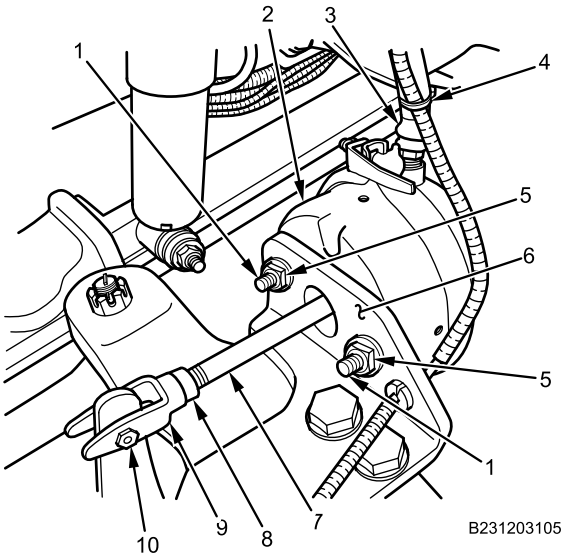

Figure 4. Air Chamber – Manual Slack Adjuster.
1. Measure distance from edge of jam nut (Figure 4, Item 8) to vertical surface of air chamber bracket (Figure 4, Item 6).
3. Remove and discard cable lock straps (Figure 4, Item 4) from air line hose (Figure 4, Item 3) and wire harness as necessary.
4. Remove air line hose (Figure 4, Item 3) from air chamber (Figure 4, Item 2).
5. Remove clevis pin (Figure 4, Item 10) and clip from slack adjuster. Discard clip.
6. Loosen jam nut (Figure 4, Item 8).
7. Remove two nuts and two washers (Figure 4, Item 5) from air chamber studs (Figure 4, Item 1).
8. Pull air chamber (Figure 4, Item 2) from air chamber bracket (Figure 4, Item 6) until clevis clears slack adjuster.
9. Remove clevis (Figure 4, Item 9) from air chamber push rod (Figure 4, Item 7).
10. Remove jam nut (Figure 4, Item 8) from air chamber push rod (Figure 4, Item 7).
11. Remove air chamber (Figure 4, Item 2) from air chamber bracket (Figure 4, Item 6).